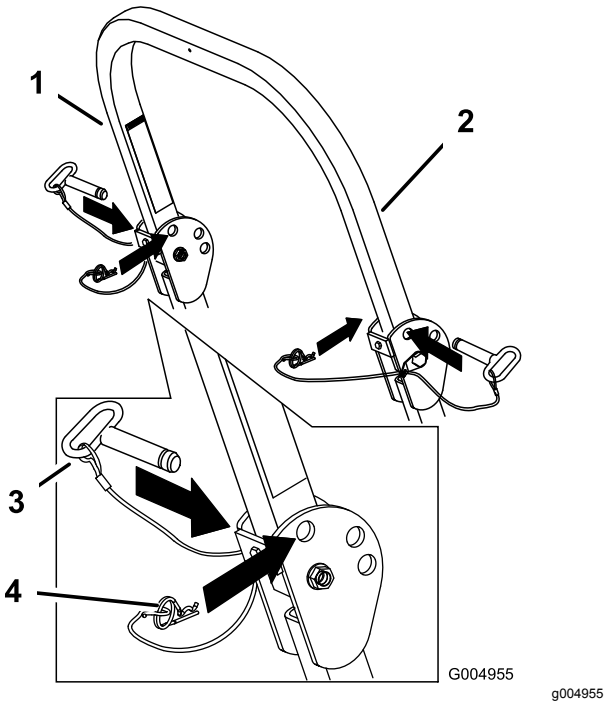

Figur 8
1. Fjern låseclipsene, og afmonter de to pinde (Figur 8).
3. Monter de to pinde, og fastgør dem med låseclipsene (Figur 8).
4. Fjern låseclipsene og de to pinde for at hæve styrtbøjlen (Figur 8).
5. Hæv styrtbøjlen til oprejst position, monter de to pinde, og fastgør dem med låseclipsene (Figur 8).